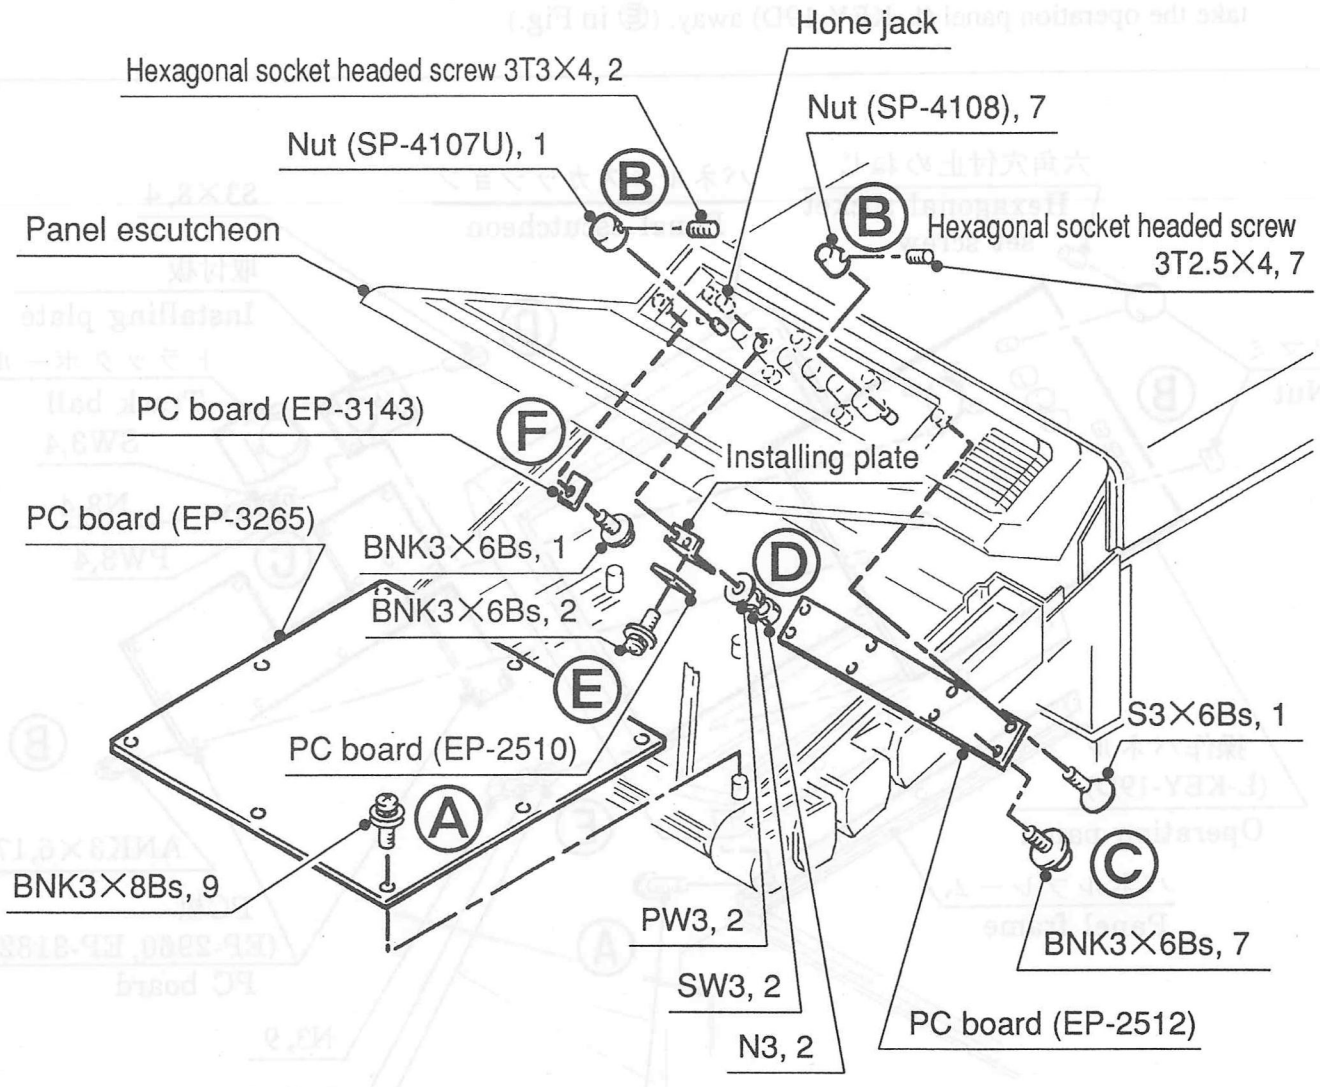

Fig. 11
(5) Loosen to remove 2 screws under the right side face and 2 screws of the left side face respectively. ( Ⓑ in Fig.)
(6) Take out the power supply unit from the left side. ( Ⓒ in Fig.)
(7) As the power supply unit is struck to the hexagonal socket headed bolt as in Fig. 11 and stopped, put the hand from the upper part of the box and lift the power supply unit, and remove the unit over the hexagonal socket headed bolt. ( Ⓓ in Fig.)